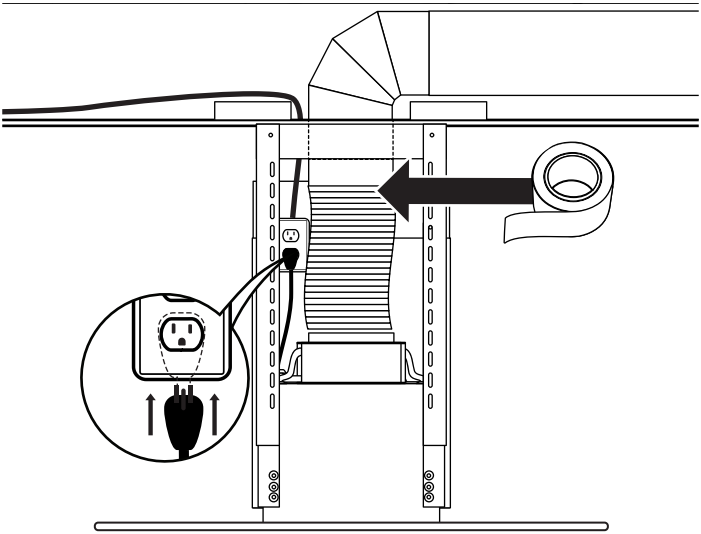

Figure 6
10. Soulevez la hotte et fixez les quatre supports en L à la plaque supérieure déjà installée au plafond à l'aide de vis comme indiqué sur la figure 6.
11. Connectez le conduit flexible en aluminium au tuyau d'échappement au plafond et branchez le cordon d'alimentation comme indiqué sur la figure 6.